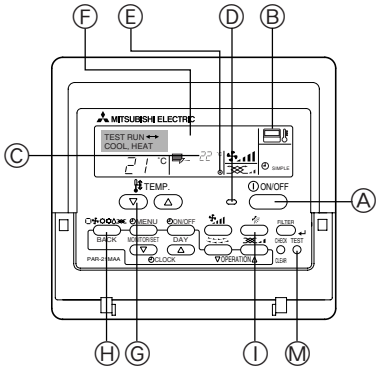

Fig. 7-1
7.2.1. Verwendung der verdrahteten Fernbedienung (Fig. 7-1)
① Den Strom mindestens 12 Stunden vor dem Testlauf einschalten.
② Die [TEST]-Taste zweimal drücken. ➡ “TEST RUN”-Flüssigkristallanzeige (LCD)
③ Taste [Mode selection] (Wahl der Betriebsart) drücken. ➡ Vergewissern, daß Luft ausgeblasen wird.
④ Taste [Mode selection] (Wahl der Betriebsart) drücken und die Betriebsart Kühlen (oder Heizen) einschalten. ➡ Vergewissern, daß kalte (oder warme) Luft ausgeblasen wird.
⑤ Die Taste [Fan speed] (Luftgeschwindigkeit) drücken. ➡ Vergewissern, daß die Luftgeschwindigkeit eingeschaltet ist.
⑥ Den Betrieb des Gebläses der Außenanlage überprüfen.
⑦ Durch Drücken der Taste [ON/OFF] (EIN/AUS) den Testlauf freigeben. ➡ Stopp
⑧ Speichern Sie eine Telefonnummer ein.